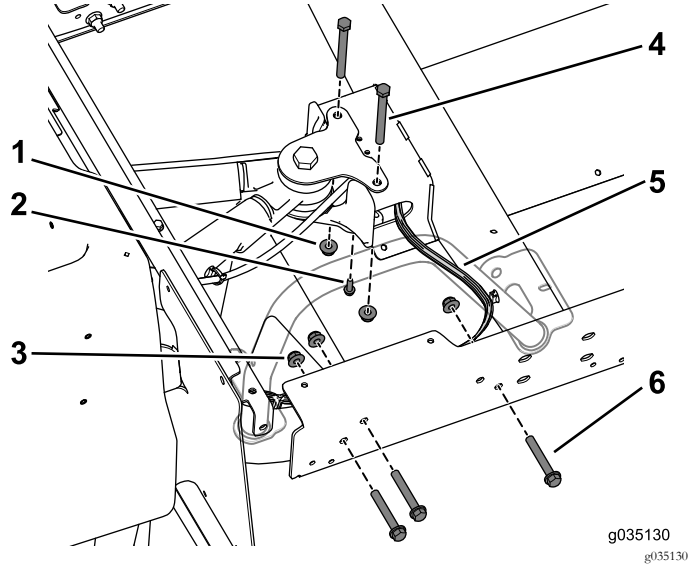

Figur 76
8. Montera förlängningsskenan löst på den bakre ramen med tre skruvar (3/8 x 2 1/2 tum) och flänsmuttrar (Figur 76). Gör samma sak på båda sidor av maskinen.
Obs: Kontrollera att kablaget kommer ut ur mittkanalen på höger sida (Figur 76).
9. Sätt fast bromskabelns T-stycke på mittkanalen med den självgängande skruven (1/4 x 3/4 tum) (Figur 76).
10. Montera mittkanalen löst på det bakre fästet med de två skruvarna (3/8 x 3 3/4 tum) och flänsmuttrarna (Figur 76).